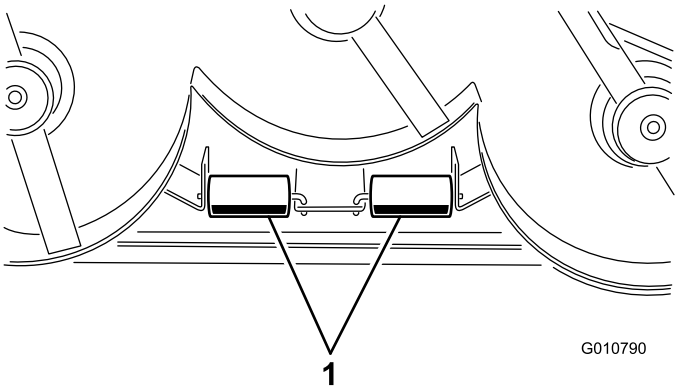

Figur 12
1. Fjern splitpindene, som fastholder rullealkslerne på beslagene på undersiden af skjoldet (Figur 12).